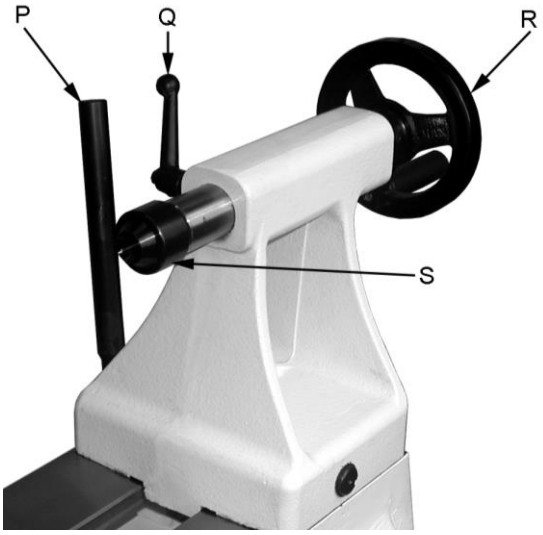

Fig. 41
Tourner le volant (R, Fig. 41) dans le sens des aiguilles d'une montre pour sortir le fourreau et bloquer le levier de serrage (Q).